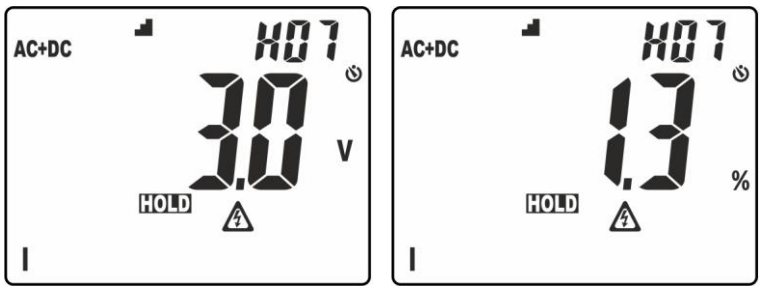

Fig. 4: Visualização da ordenação das amplitudes da análise harmónica
- Pressão prolongada do botão (pelo menos 2s) para ativar a função **H_2O** (**H**igher **H**armonic **O**rdering de ordenação da amplitude dos harmónicos. Nestas condições, a função "HOLD" é automaticamente ativada, o símbolo "" aparece no display, a barra gráfica é desativada e o instrumento apresenta o valor das amplitudes de todos os harmónicos compreendidos entre a ordem 2 e a 25, por **ordem decrescente** a partir do harmónico de amplitude maior como se mostra na Fig. 4
No exemplo da Fig. 4 o harmónico de amplitude maior corresponde à ordem 7. Premir o botão ▲ para observar as amplitudes dos restantes harmónicos e premir novamente o botão **H/H%/H** para passar à visualização dos valores absolutos ou em percentagem. Rodar o seletor para sair da função.